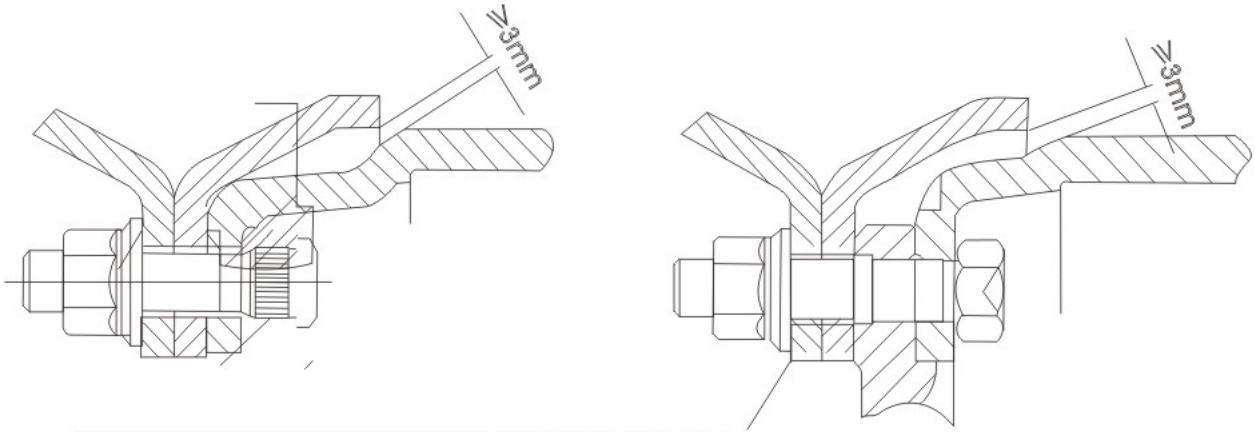

Рис. 17
(4) Задняя гайка внутреннего тормозного барабана блокируется автоматически, ее необходимо заменять после того, как колесо было установлено и снято 2 раза. сила затяжки -570-630Nm
(5) Обод колеса и тормозной барабан не должны соприкасаться. Радиальный зазор между ободом колеса и тормозным барабаном указан на Рис. 17.